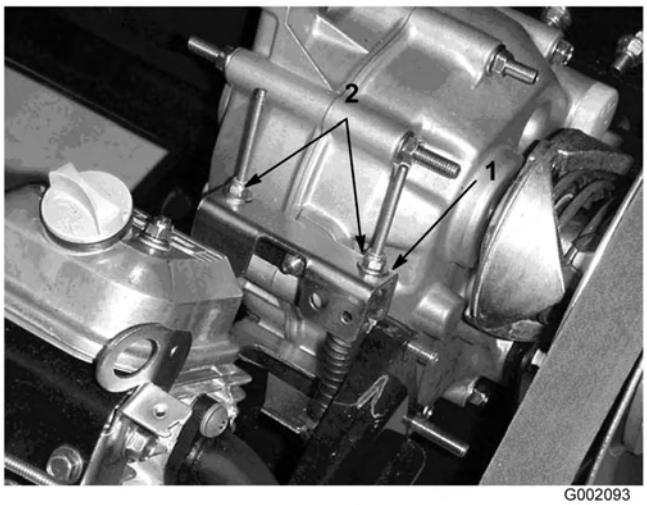

Figur 40
Når der udføres rutinemæssig vedligeholdelse og/eller motordiagnostik, skal transakslen sættes i neutral (Figur 40). Køretøjet har en neutral position på skiftegrebet, som styrer den neutrale position i transakslen. Følgende skridt bør tages for at sikre, at det neutrale skiftegreb betjener den neutrale position i transakslen korrekt:
2. Sørg for, at den neutrale konsol er i neutral position (niveau) ved at dreje drivkoblingen (Figur 40). Køretøjet bør ikke rulle frem og tilbage. Hvis det forekommer, skal den neutrale konsol manuelt flyttes til neutral position.
3. Tilspænd en anden låsemøtrik (Figur 40), så det er tilstrækkeligt til at fjerne slækket fra skiftekablet.